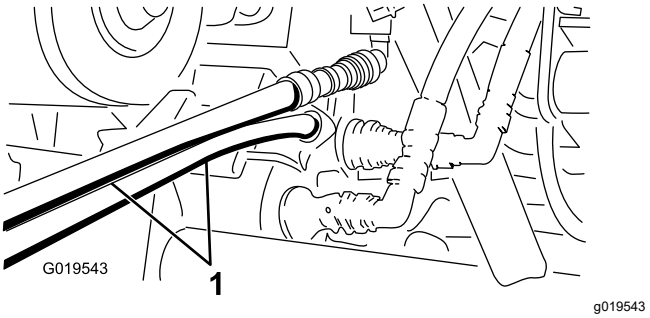

Bild 75
5. Schließen Sie an der anderen Maschine die zwei Schläuche an der Kupplung an, die sich noch in der Kupplungshalterung befindet (schließen Sie den oberen Schlauch an die obere Kupplung und den unteren Schlauch an der unteren Kupplung an) (Bild 75).